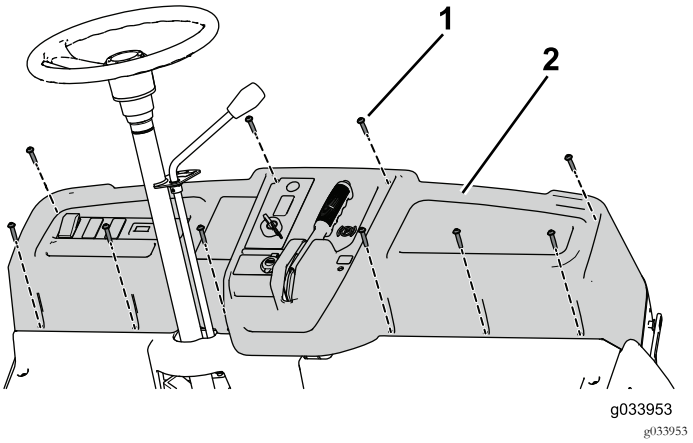

Figura 12
6. Retire y guarde los 10 tornillos (¼" x 1¼") para poder separar parcialmente el salpicadero, y desconecte los cables del freno de estacionamiento, acelerador y cambio de marchas (Figura 12).